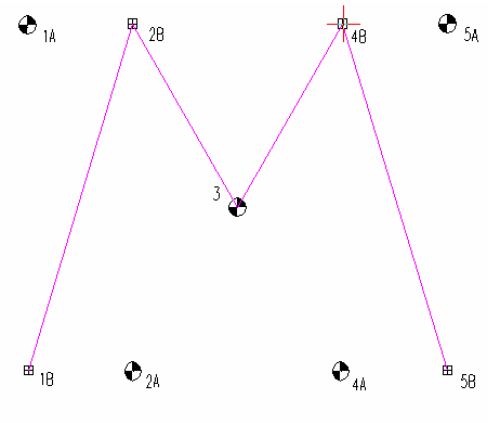

Figure 3.5: Completed M
15. Repeat the above steps moving points “2A to 2B, 4A to 4B, and 5A to 5B. The W has changed to an M as shown in the Figure 3.5.